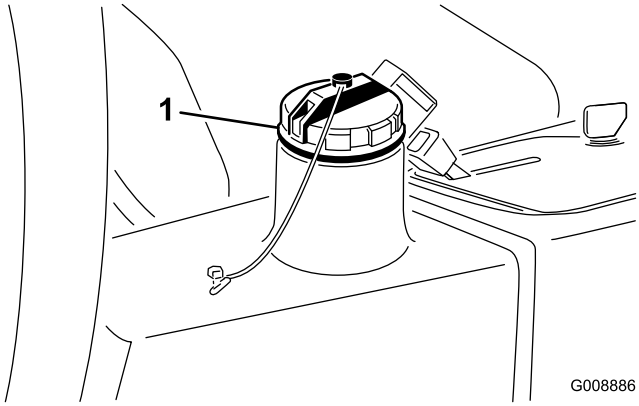

Figur 74
4. Fyld beholderen (Figur 74) med ca. 13,2 liter hydraulikvæske. Se afsnittet Kontrol af hydrauliksystemet.